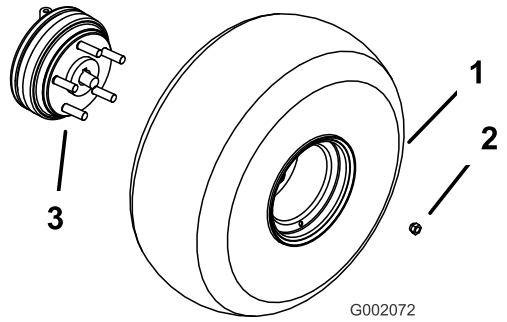

**Figure 3**
3. Mount the wheels with the previously removed fasteners (Figure 3) and torque to 45-65 ft-lb (61-88 N-m).